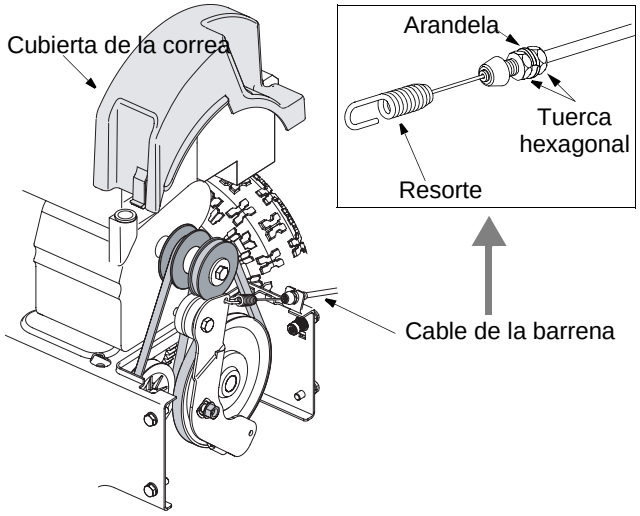

Figura 15
2. Ajuste dos tuercas hexagonales en el cable de la barrena hacia el resorte para aumentar la tensión de la correa de la barrena. Ver Figura 15 .